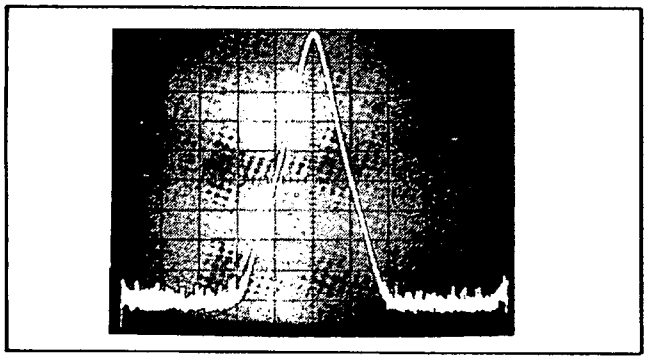

**Figure 3-14. IF Filter Response.**
**3-83. IF Bandpass Characteristic.** Many signal analyzers use active filters that have very steep skirts and a square-shaped bandpass characteristic that approaches the ideal "window filter". This type of filtering provides a high degree of selectivity, but because of its long transient response time, is not well suited for swept frequency applications. The 3580A IF Filter consists of 5 synchronously-tuned crystal filter stages. The bandpass characteristic of the synchronously-tuned filter (Figure 3-14) closely approximates a gaussian response. The gaussian filter provides good selectivity and, because of its relatively short transient response time, is considered optimum for sweeping.